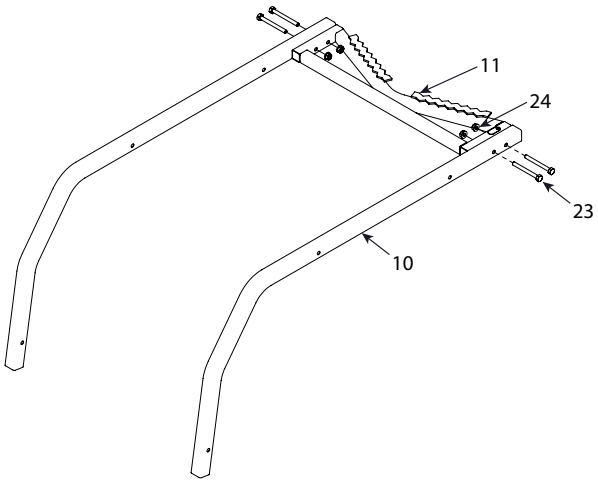

FIGURE 1
1. Take two side rails (10) and assemble them to the outer edge of the tree blade (11) using four 1/4 X 2-1/2 IN bolts (23), and four 1/4-20 nuts (24). **SEE FIGURE 1.**